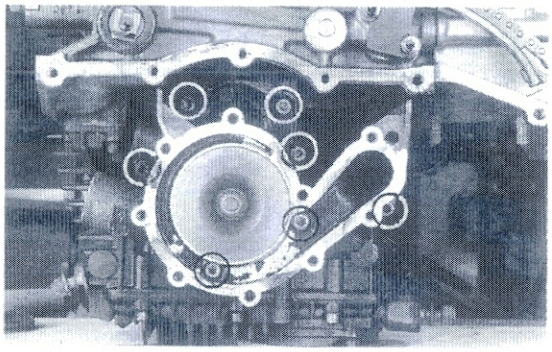

Bild 83
● Pumpeneinheit nach Lösen der Befestigungsschrauben (Bild 83) von Motorgehäuse abnehmen. Gegebenenfalls mit leichten Gummihammerschlägen lösen. Auf Verbleib des O-Rings (Kühlmittelkanal) achten.
- Öl- und fettfreie Dichtfläche dünn mit Silikondichtmasse (Three Bond 1209 o. ä.) bestreichen, Pumpengehäuse aufsetzen und Befestigungsschrauben (Bild 83) **locker** eindrehen.